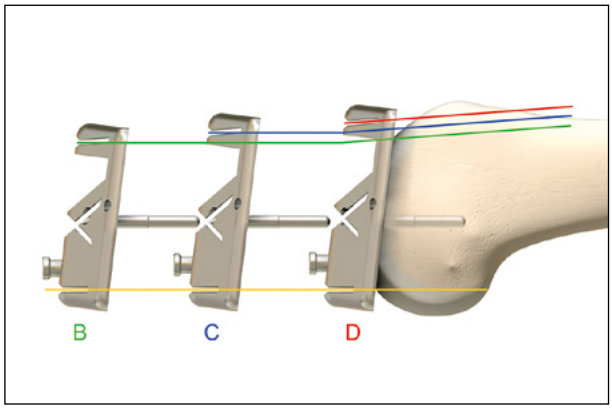

Fig. 28 Ajuste del tamaño femoral cambiando el bloque de corte
*Los **incrementos anteroposteriores** de los componentes femorales balanSys son de **3 mm**. La distancia entre el corte posterior y la fijación con pin es siempre la misma en todos los bloques de corte, de modo que el espacio en flexión es constante entre los tamaños (fig. 28).*